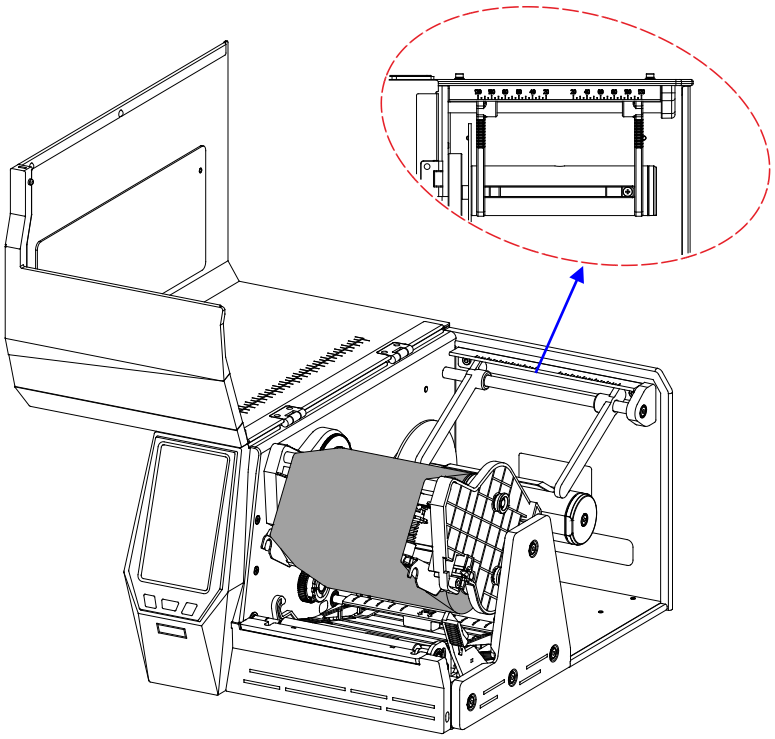

Figure 2-17 Adjust the Left Media Roll Guide
2. Adjust the Left Media Roll Guide to the corresponding scale position. As shown in Figure 2-17.